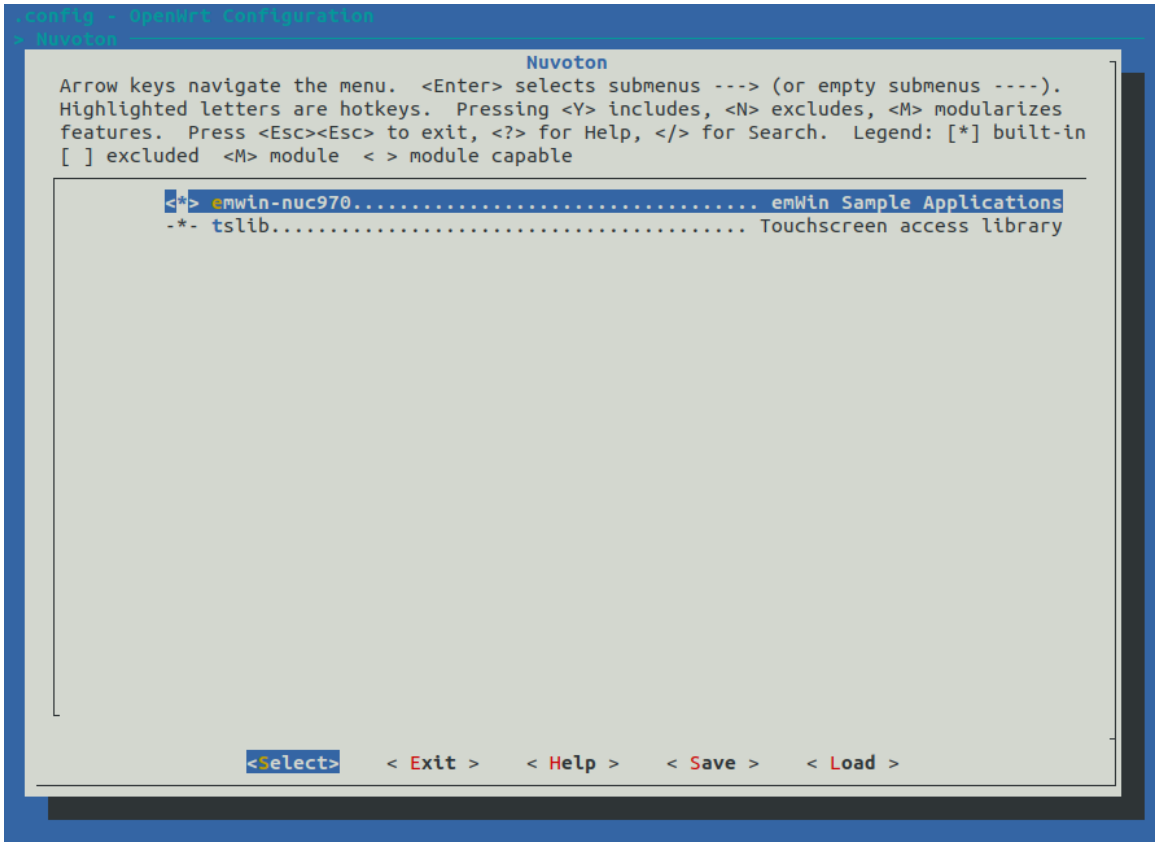

Figure 3-9 Enable emWin and tslib features
1. **Enable Features in Menuconfig:** Navigate to the “Nuvoton” menu in menuconfig. From there, you can enable the emWin and tslib (touchscreen library) features as shown in Figure 3-9.